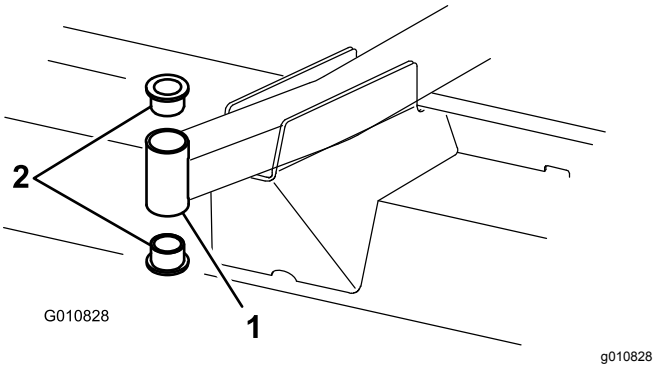

**Figur 21**
4. Sæt en uddriver ind i den øverste eller nederste del af monteringsrøret, og driv bøsningen ud af røret (Figur 21). Driv også den anden bøsning ud af røret.